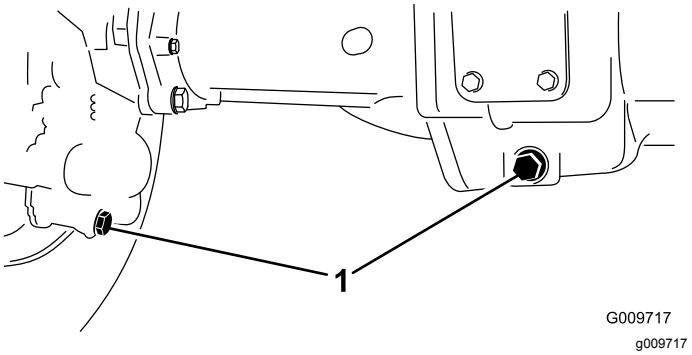

**Figur 75**
2. Gör rent runt de tre avtappningspluggarna, en på varje ände och en i mitten (Figur 75).